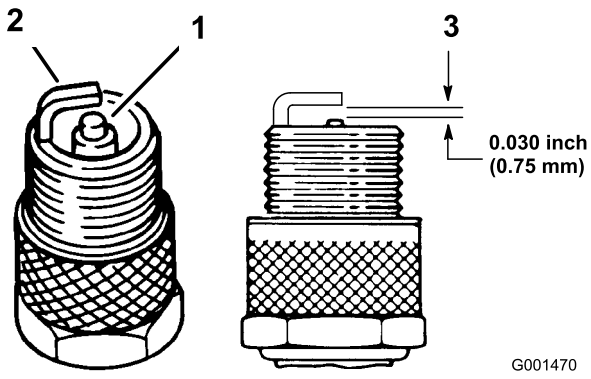

Figur 31
3. Kontroller tilstanden til elektroden på siden, elektroden i midten og elektrodeisolatoren i midten for å sikre det ikke er skade (Figur 31).
4. Still inn luftgapet mellom elektrodene i midten og på kanten til 0,762 mm (Figur 31).